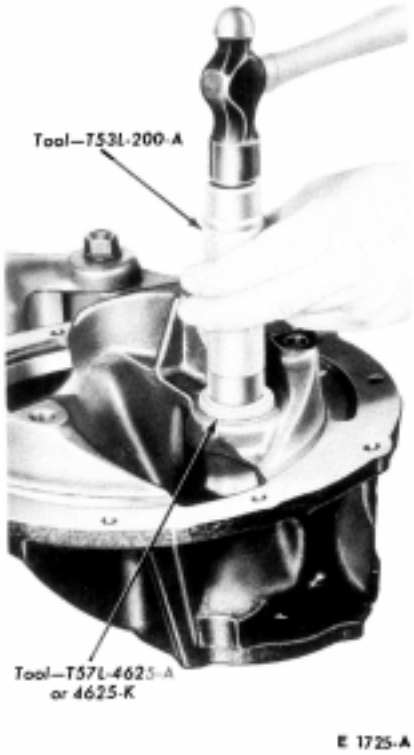

FIG. 20—Removing Pilot Bearing
1. Remove the pilot bearing as shown in Fig. 20. Drive out the pilot bearing and the bearing retainer together.